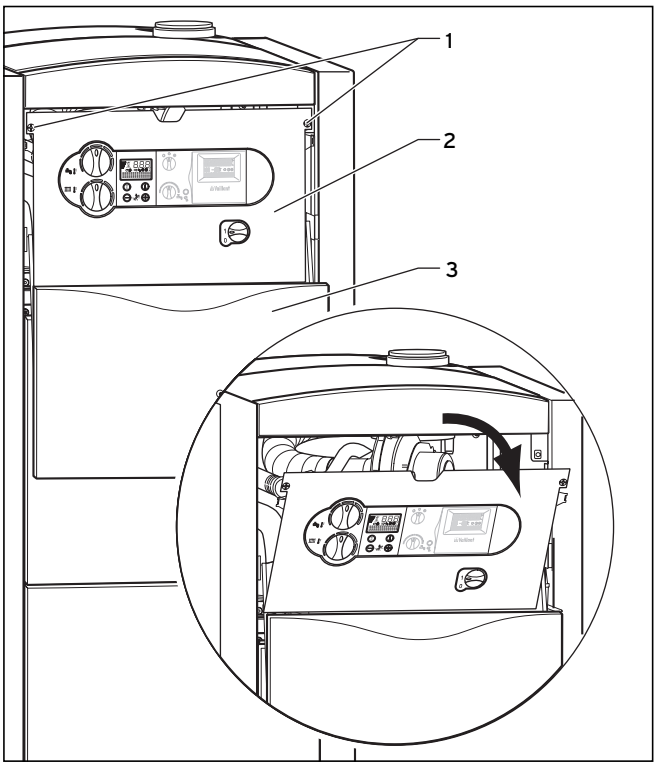

Fig. 4.10 Poser les câbles de raccordement dans le boîtier de commande
- Ouvrez le robinet de vidange (fig. 4.10 (**3**)).